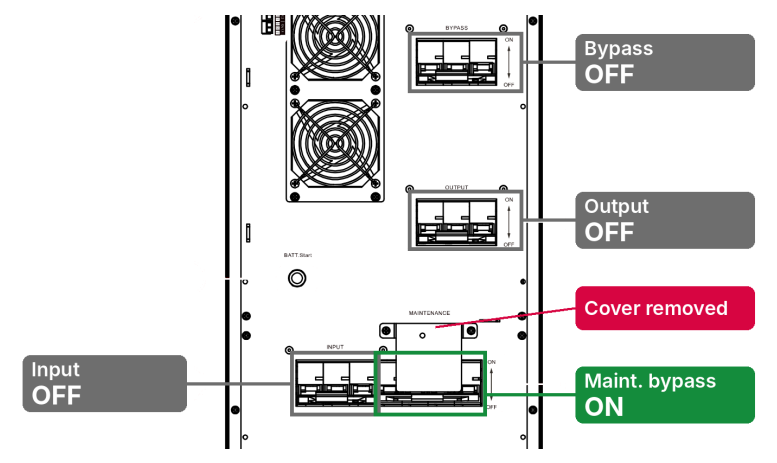

FIGURE 6-7 Step 3: INPUT, BYPASS and OUTPUT OFF — load on maintenance bypass
3. Open the INPUT, BYPASS and OUTPUT breakers (Figure 6-7). The load is now fed through the maintenance bypass; the UPS input and output are disconnected.